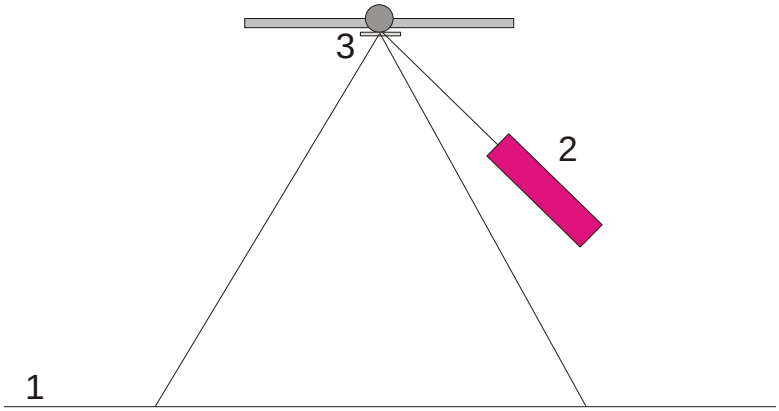

Fig. 5 Aufbau des Lichtzeigers zur Nullpunkteinstellung (1 Wand, 2 Laser, 3 Spiegel)
- Drehwaage auf einem erschütterungsfreien Arbeitstisch etwa 2 m bis 3 m gegenüber einer flachen Wand aufbauen und mit dem Computer verbinden (siehe Fig. 5).